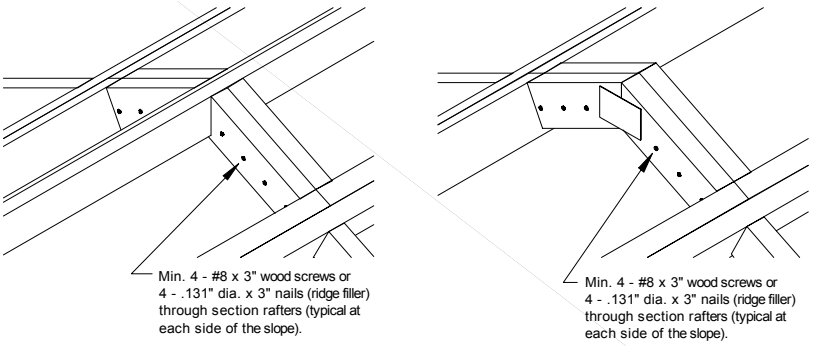

Figure 29. *Ridge Filler Section Connection*
5. **Ridge filler option.** If the roof has a ridge filler to finish the roof peak as shown in **Figure 27**, care should be taken to insure that the hinged rafter design can accommodate the additional loads imposed by the ridge filler. Fasten ledger to hinged top chord as shown in **Figure 28**. Ridge filler section rafters are not required to align with main unit rafters. Wood filler shims up to 1 inch thick may be installed between ridge filler assembly and ledger to facilitate proper fit but fastener lengths must be increased accordingly. Fasten ridge filler section together as shown in **Figure 29**.